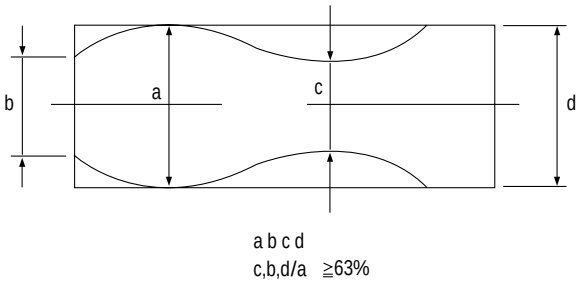

Fig. 5-9 Envelope Waveform Adjustment
3) Make sure the video envelope waveform (at its minimum) meets the specification shown in Fig. 5-9.